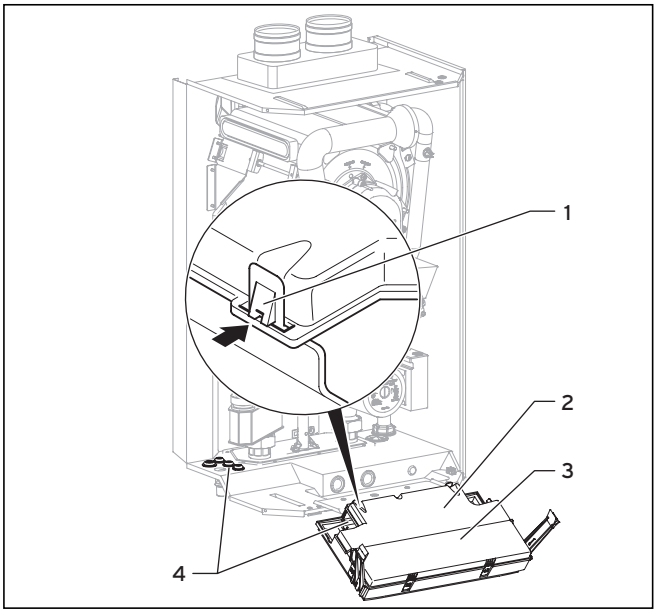

Afb. 5.12 Achterwand van de elektronicabox openen
- Neem de frontmantel van het toestel af (zie hfdst. 4.8) en klap de elektronicabox (**1**) naar voren (zie afb. 5.12).
- Maak het achterste deksel (**2**) van de elektronicabox op de plekken (**3**) los en klap het deksel omhoog (zie afb. 5.12).
- Voer de aansluitleidingen van de betreffende, aan te sluiten componenten door de kabeldoorvoeren (**4**) links aan de onderkant van het toestel (zie afb. 5.12).